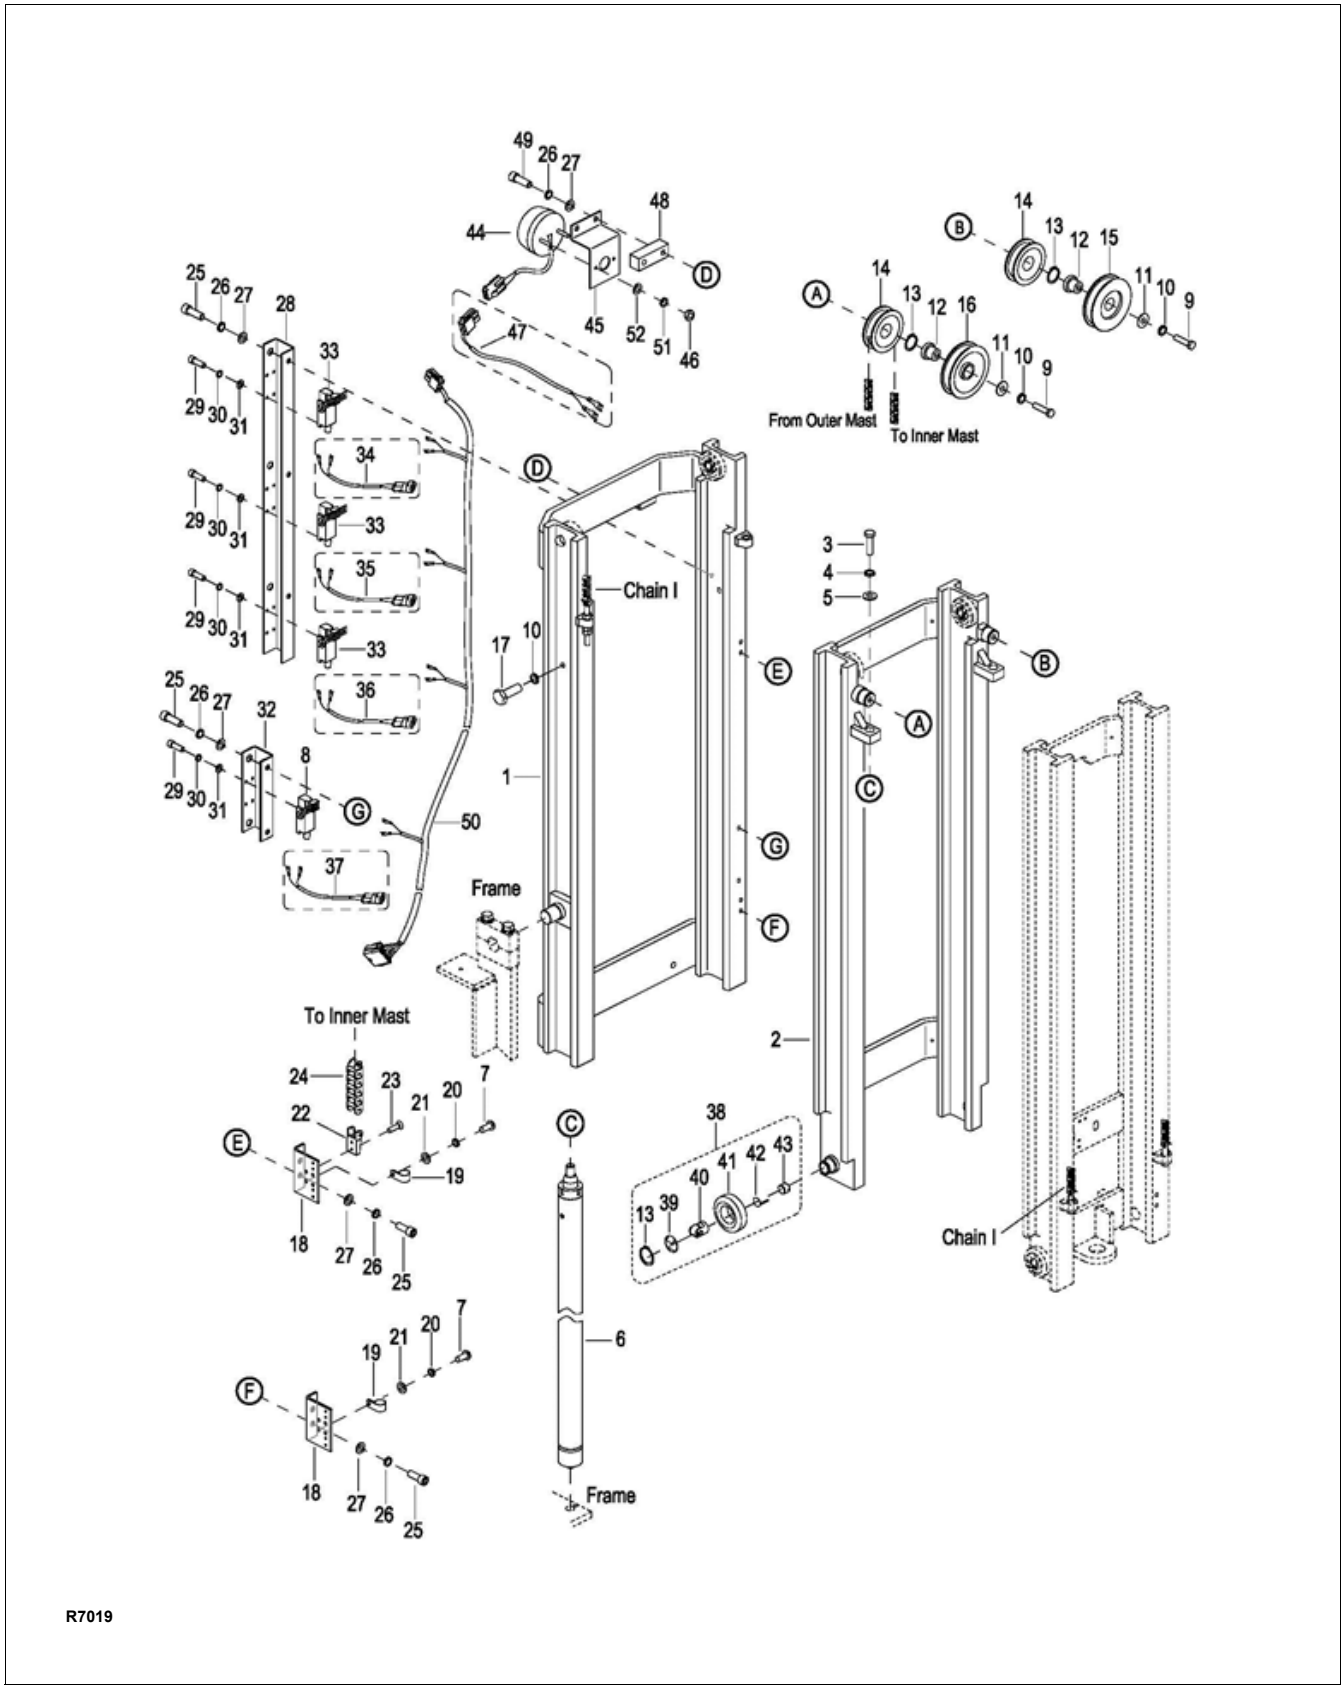
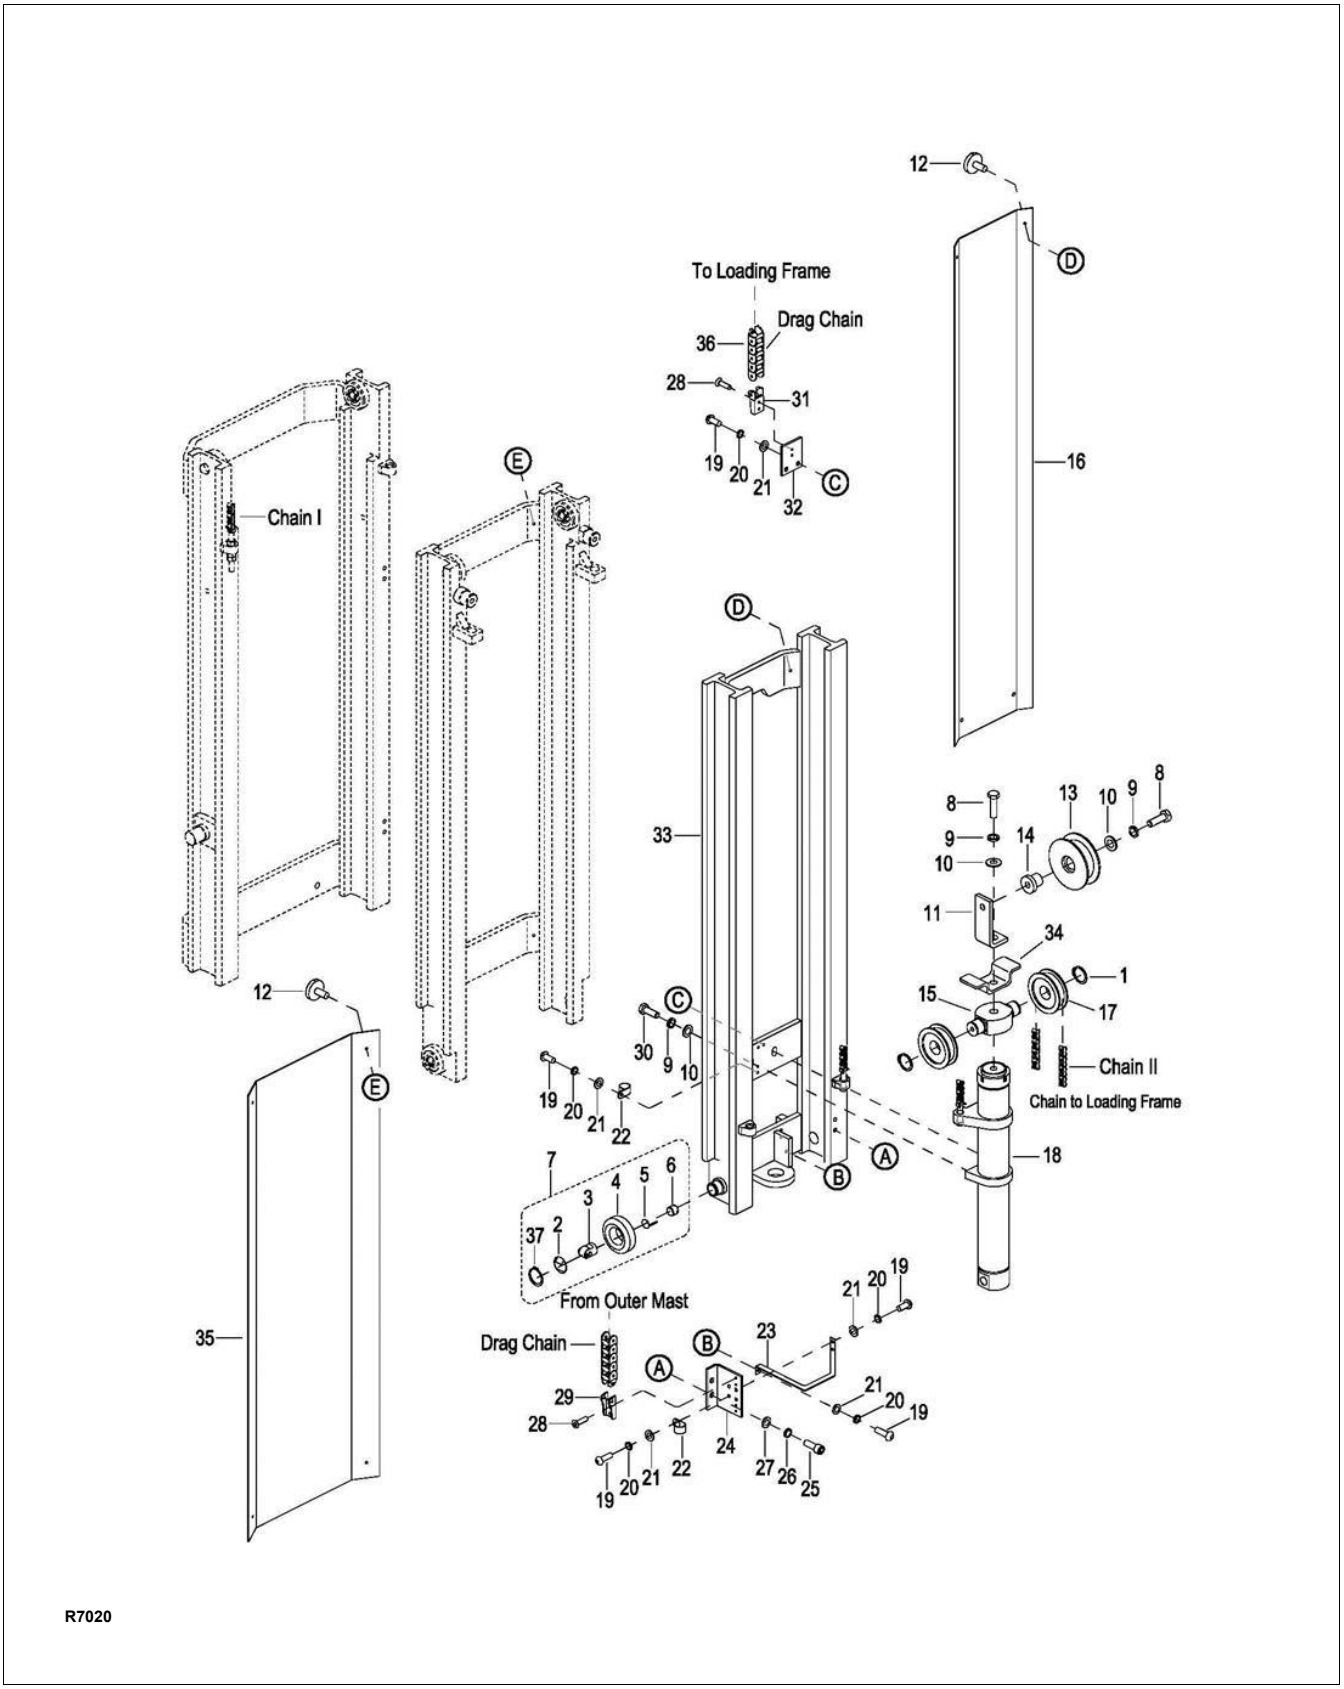

Figure 9-4 Elevation System (Three Stage Mast - Part 1)
Figure 9-5 Elevation System (Three Stage Mast - Part 2)
10. Disconnect protective chain (45) from mount (19).
11. Remove two screws (23, Figure 9-5) and disconnect mount (25) from bracket (26).
12. Disconnect protective chain (30) from mount (25).
13. Lift harness with protective chain (30) from sheave (13).
14. Remove harness from the protective chain (30).
15. Remove the ties securing the harness to bracket (60).
16. Remove two screws (52, Figure 9-4), two lock washers (53), two flat washers (54) and clamp (55).
17. Remove two screws (50) and disconnect mount (51) from bracket (59).
18. Disconnect protective chain (24) from mount (51).
19. Remove the two clamps (19) from brackets (18) by removing screws (7), lock washers (20), flat washers (21).
20. Remove two screws (23) and disconnect mount (22) from bracket (18).
21. Disconnect protective chain (24) from mount (22).
22. Lift harness with protective chain (24) from sheave (15).